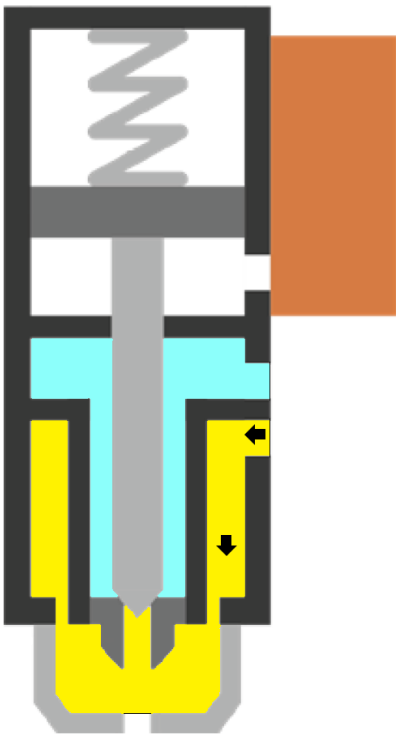

Abbildung 05 -- Zerstäubungsphase
- Der Zerstäubungsbefehl wird gegeben, also wird Luft durch den entsprechenden Eingang mittels eines 2/2-Wege-Magnetventils gesendet (Abbildung 05);
- Wenn die Dosierung beendet werden soll, wird der Befehl an den Antrieb entfernt; daher schließt das Ventil die Nadel und es tritt keine Flüssigkeit mehr aus, aber die Zerstäubungsluft bleibt (Abbildung 05);